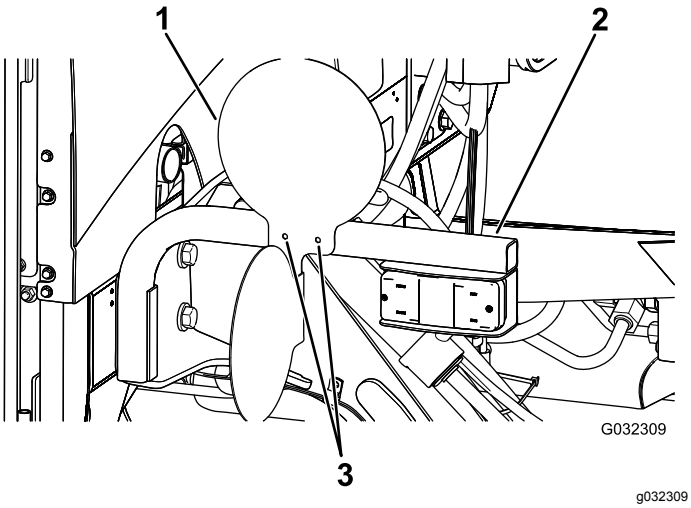

Figura 34
1. Alinhe as placas com os furos existentes nos suportes do kit de luzes existentes (Figura 34).